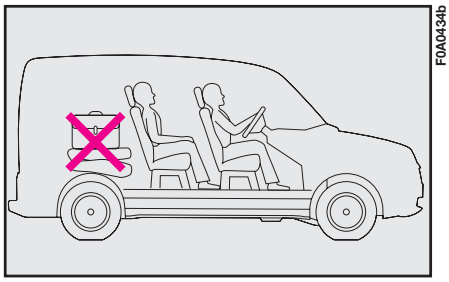

fig. 127a
**It is absolutely forbidden to use the third row seat for transporting loads when the seat back is tilted. Load could be projected forward against the seat back of the second row seats thus causing injuries to passengers fig. 127a.**